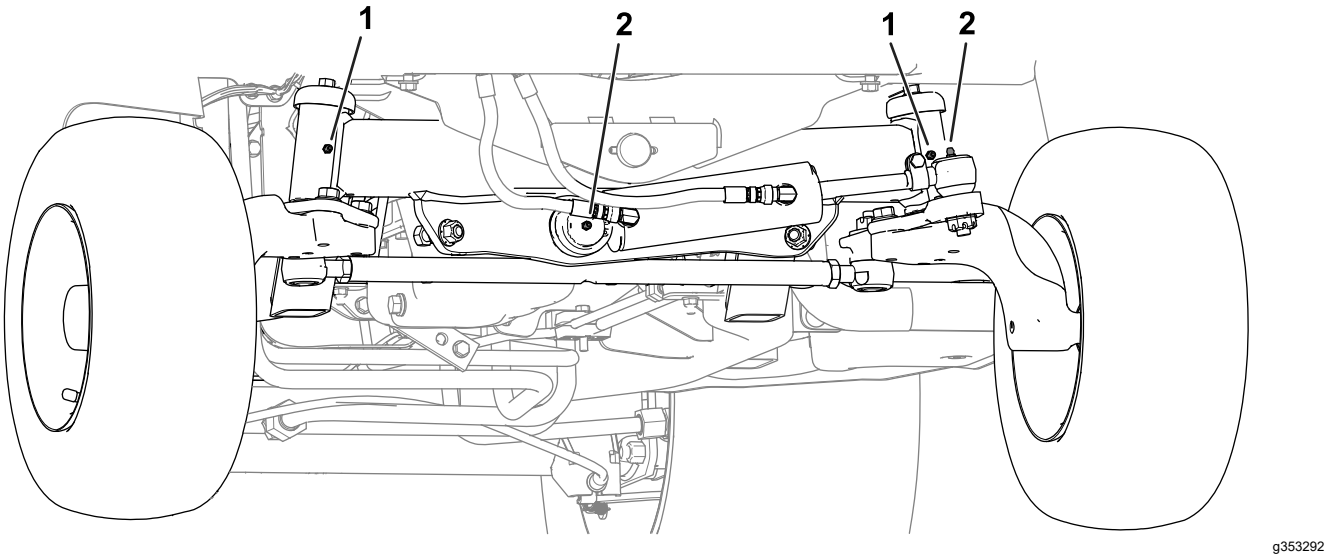

Figur 48
- **Maskinens bagende** (Figur 48):
- Hydraulikcylinderens kugleled (2)
- Akselspindlens nav (2)